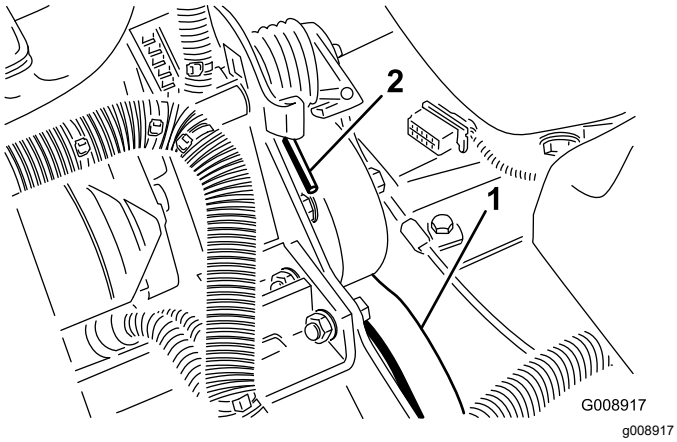

Figur 78
3. Trykk ned og frem på fjærenden (Figur 78) for å hekte den av braketten og frigjøre fjærens spenning.